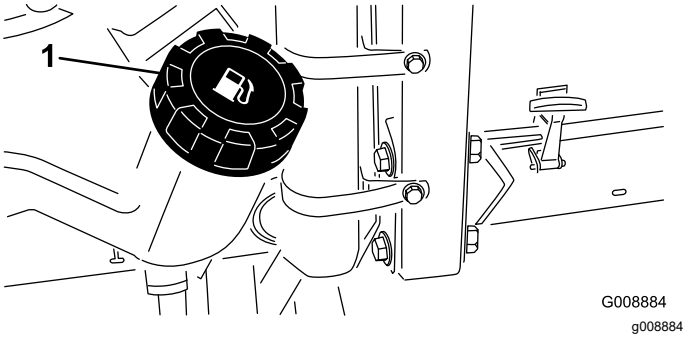

Rysunek 29
2. Oczyść obszar wokół korka zbiornika paliwa (Rysunek 29).